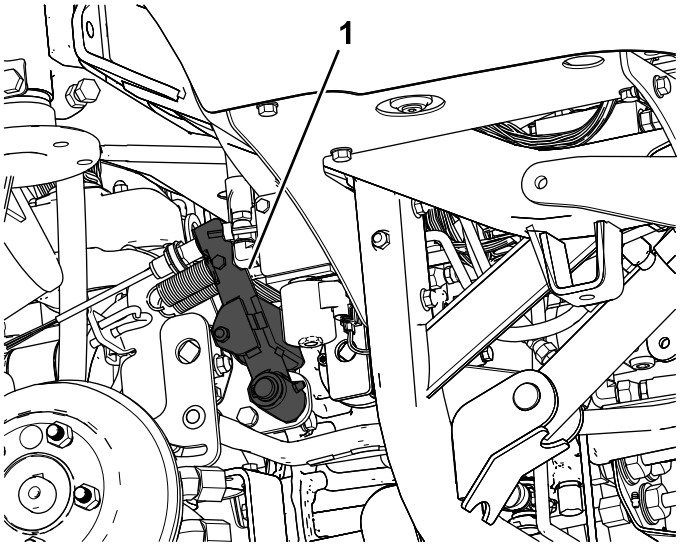
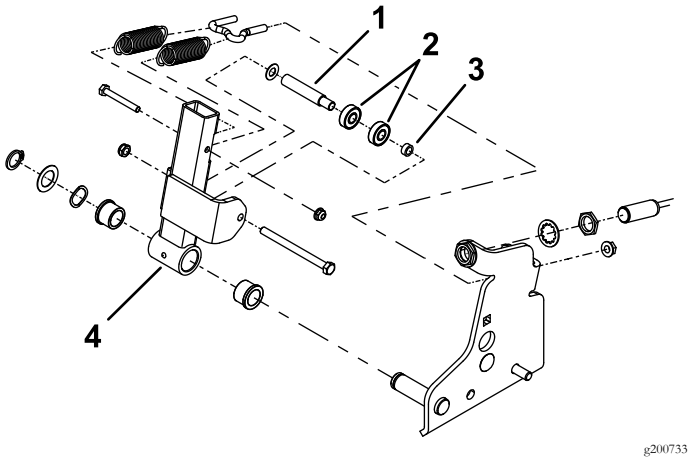

图1
图2
5. 找到并卸下现有的空档臂总成 图1 和图2。
8. 将空档臂总成安装到机器中图2。